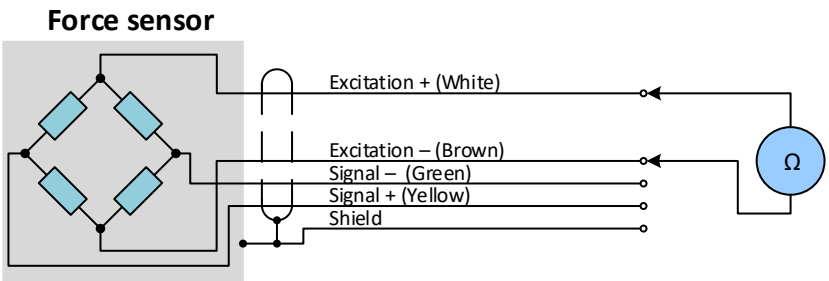

Fig. 11. Measurement of the resistance of the sensor
4. *Check sensor resistance*. The resistance of the sensor is measured by an ohmmeter connected to the sensor wires - fig. 11. The exact value of the resistance should be seen in the datasheet of the sensor. Usually it is in the range from 350 to 400 Ω. If the sensor resistance is significantly lower, the signal conditioner is overloaded and the supply voltage may drop as a result. It is a sensor error. If the sensor resistance is within tolerance and the supply voltage is still reduced, the fault is in the signal conditioner. The input resistance must be measured between the Exc + and Exc – wires and also the output resistance, e. g. between the Signal + and Signal – wires. In fig. 11 only the measurement of the input resistance is plotted.